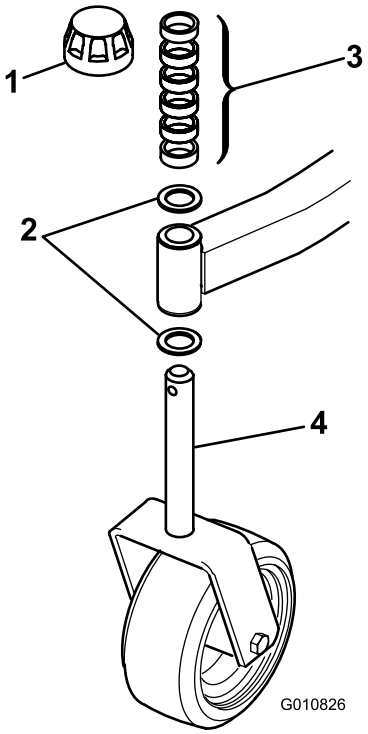
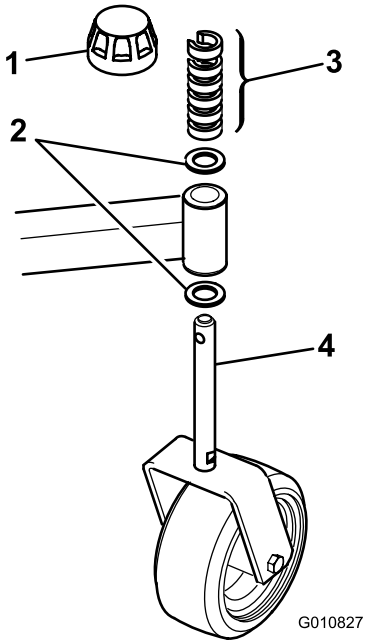

Figur 2
Figur 3
1. Fjern spennhettene fra spindelakslene og skyv av avstandsstykkene og trykkskivene (Figur 2 og Figur 3).